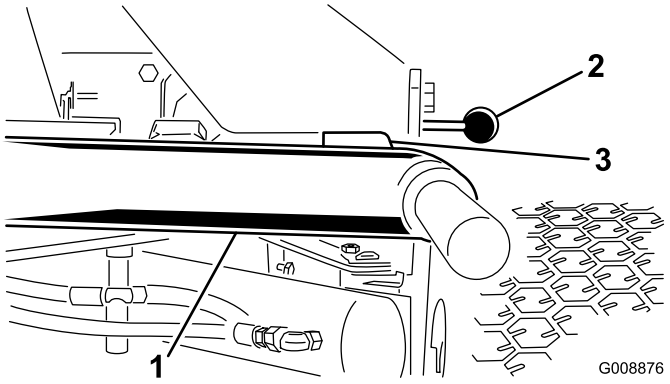

Figur 25
1. Start motoren, hæv løftearmene, og kontroller, at afstanden mellem hver løftearm og gulvpladekonsollen er 5-8 mm (Figur 25).